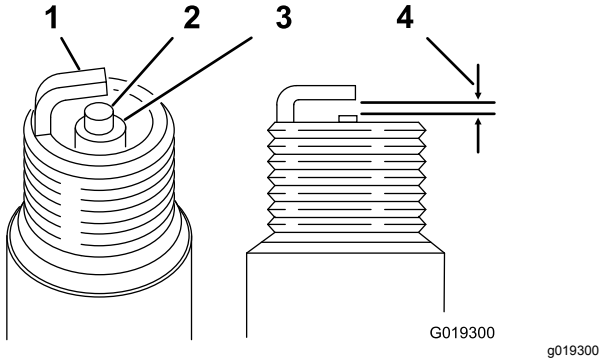

**Figur 44**
5. For hver tennplugg, angi åpningen mellom elektroden i midten og elektroden på siden til 0,76 mm, se Figur 44. Monter hver av de riktig innstilte tennpluggene med en pakning og stram pluggen til 22 N·m.